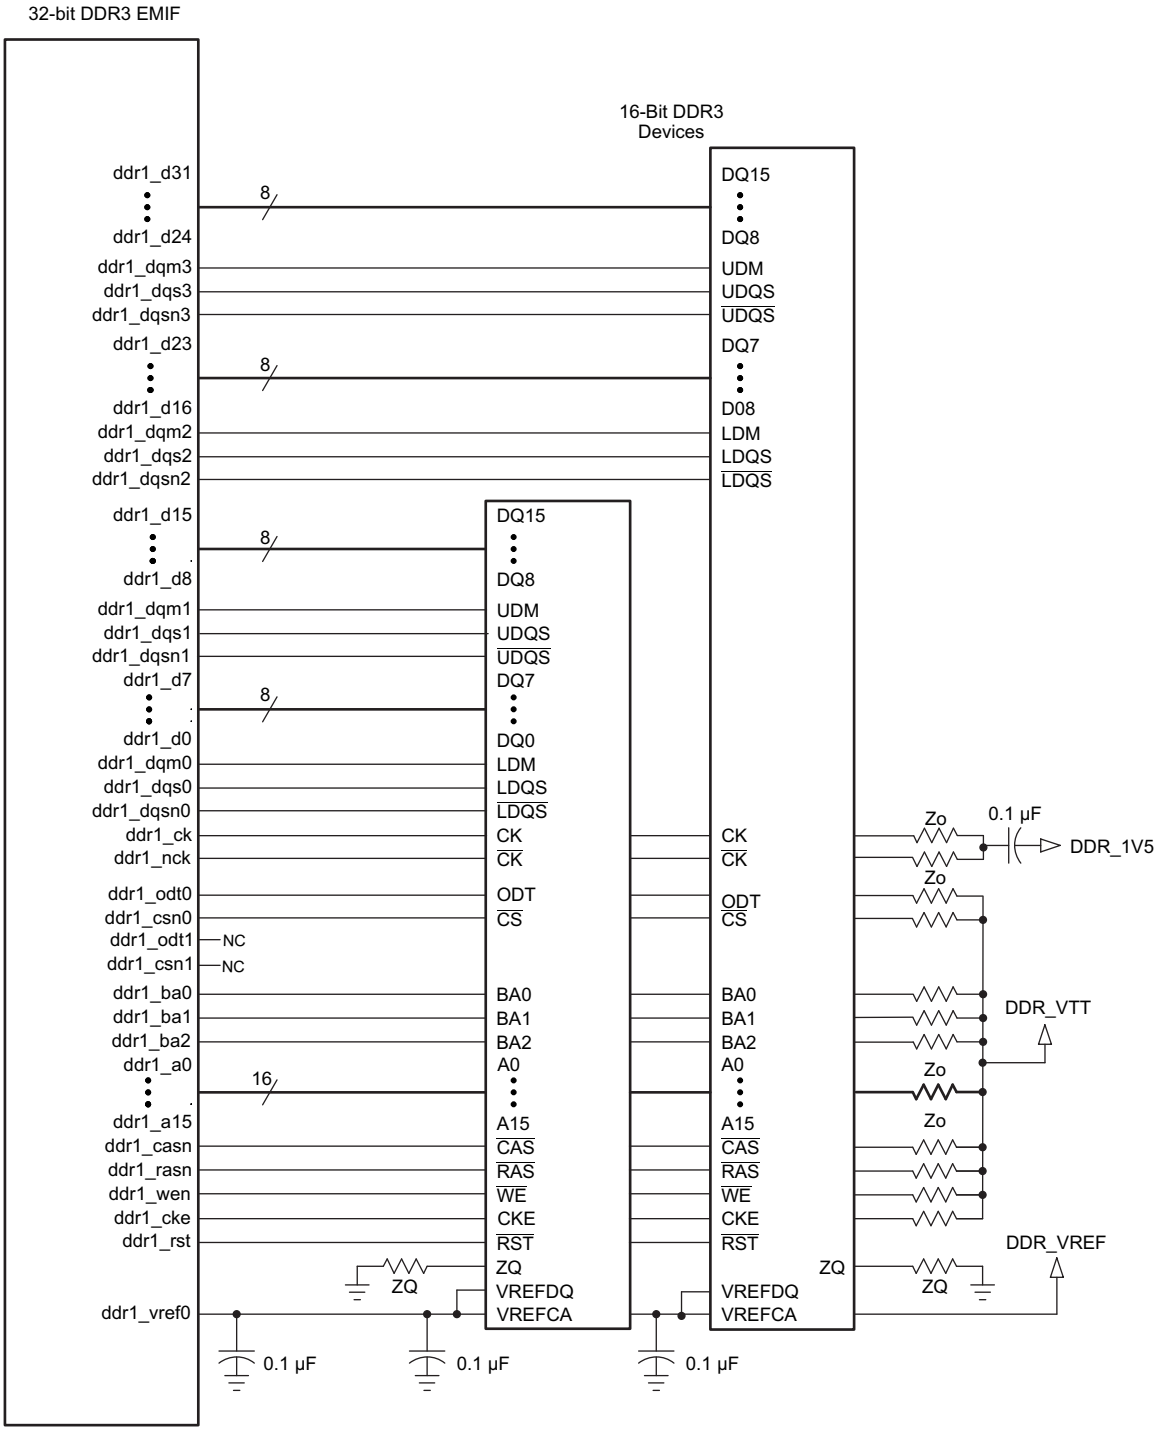
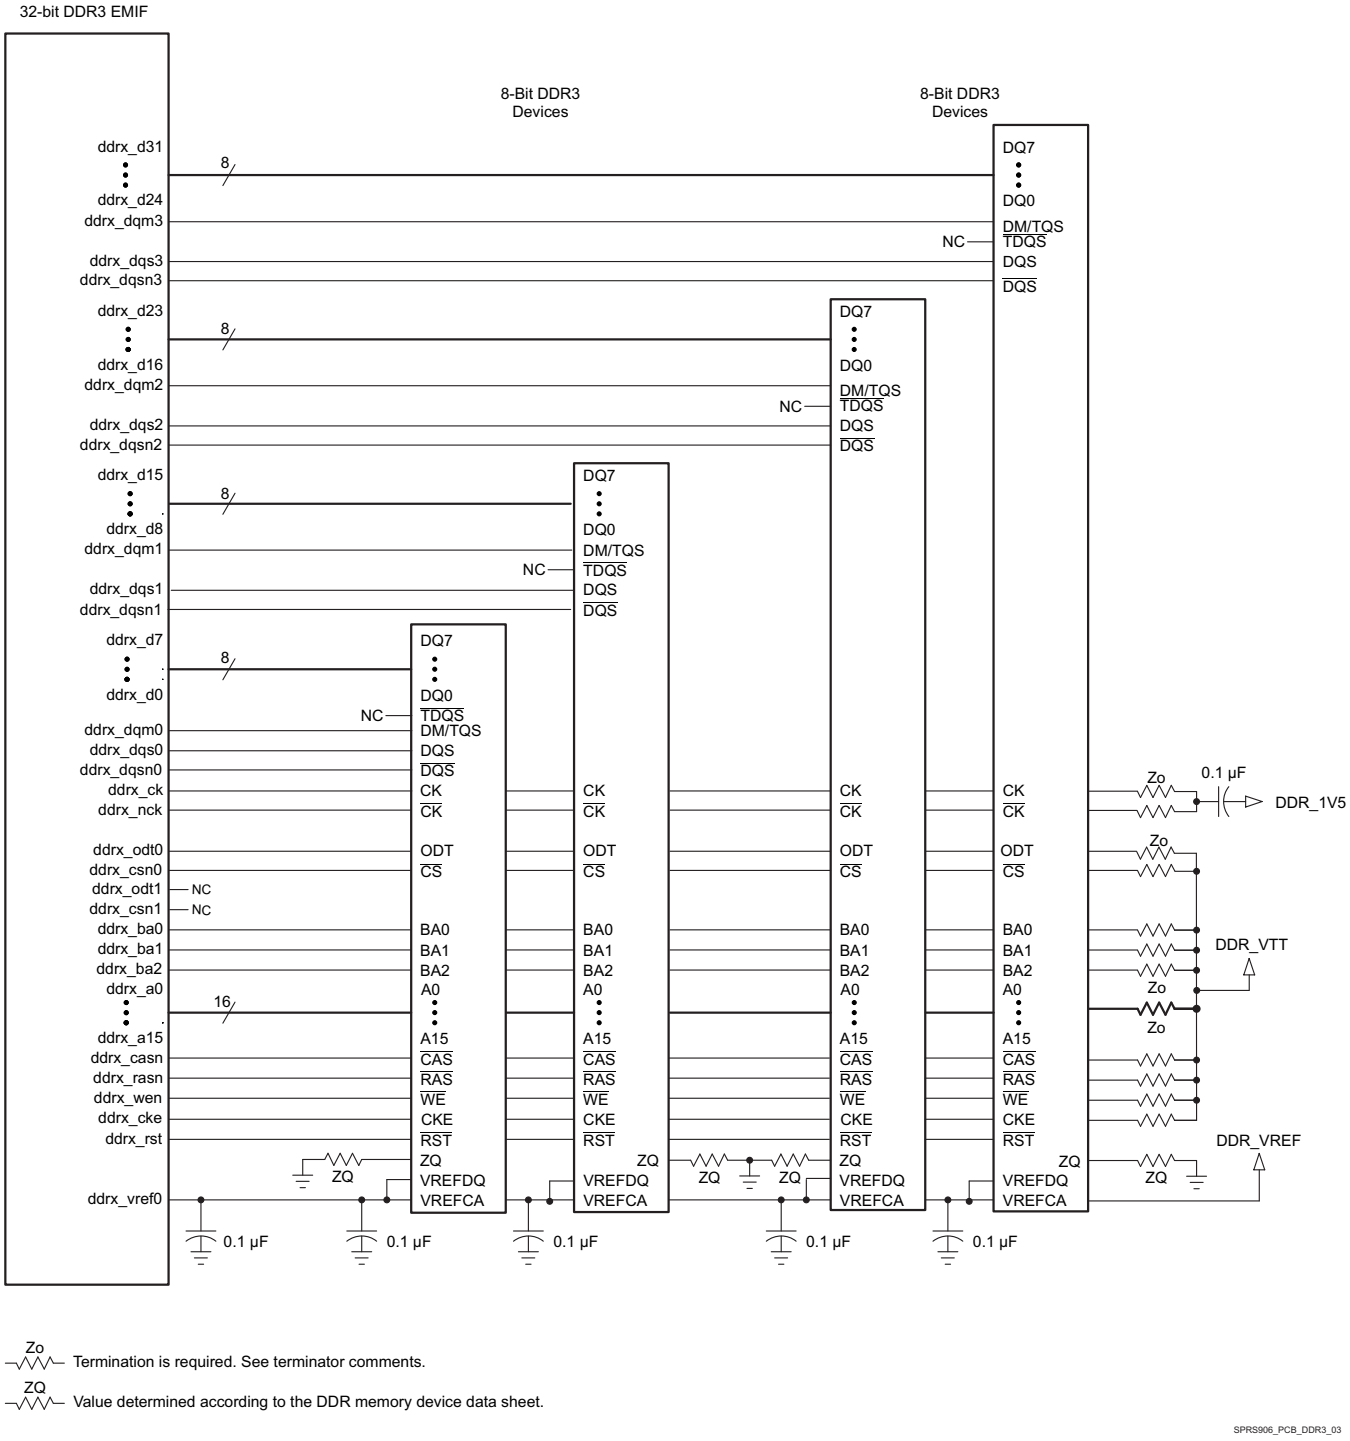

Figure 8-2. 32-Bit, One-Bank DDR3 Interface Schematic Using Two 16-Bit DDR3 Devices
Figure 8-3. 32-Bit, One-Bank DDR3 Interface Schematic Using Four 8-Bit DDR3 Devices
The DDR3 interface schematic varies, depending upon the width of the DDR3 devices used and the width of the bus used (16 or 32 bits). General connectivity is straightforward and very similar. 16-bit DDR devices look like two 8-bit devices. Figure 8-2 and Figure 8-3 show the schematic connections for 32-bit interfaces using x16 devices.
Note that the 16-bit wide interface schematic is practically identical to the 32-bit interface (see Figure 8-2 and Figure 8-3); only the high-word DDR memories are removed and the unused DQS inputs are tied off.
(1) Refer to Table 8-3 Switching Characteristics Over Recommended Operating Conditions for DDR3 Memory Controller for the range of supported DDR clock rates.
(2) For valid DDR3 device configurations and device counts, see Section 8.2.2.4, Figure 8-2, and Figure 8-3.